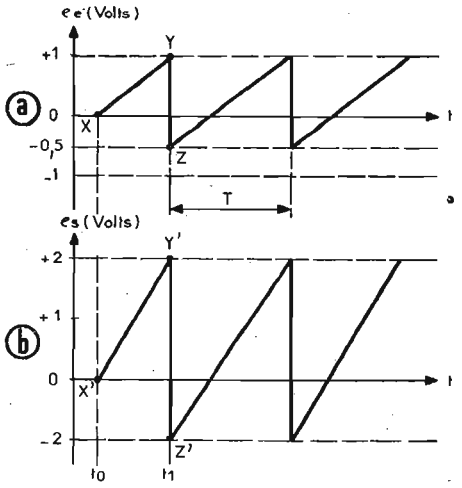

FIG. 4
Soit la tension e_e de (A) figure 4. Elle varie entre $-0,5$ V et $+1$ V. La tension de sortie e_s peut être considérée comme ayant la même « forme » que la tension d'entrée e_e à condition que l'on donne au mot « forme » le sens suivant : même loi de variation en fonction du temps, autrement dit, en écrivant que :
Il est clair que dans le cas des deux tensions de la figure 4, on a : $a = 2$. Ainsi, pour les points homologues Y et Y', on a $e_e = +1$ V et $e_s = +2$ V ; pour les points Z et Z' on a $e_e = -0,5$ V et $e_s = -1$ V.